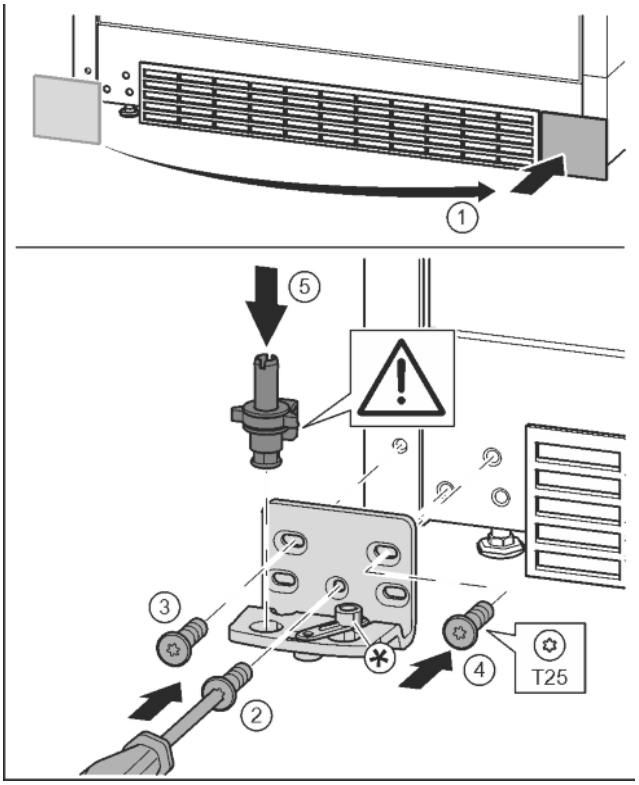

Fig. 17
- ▶ Remove the cover and fix onto the other side. *Fig. 17 (1)*
- ▶ Place the bearing bracket on the other side and screw in with the T25 screwdriver. Start with screw 2 at the bottom in the middle. *Fig. 17 (2)*
- ▶ Screw in screws 3 and 4. *Fig. 17 (3, 4)*
- ▶ Insert the bearing bolts completely. Ensure here that the catch mechanism points backwards. *Fig. 17 (5)*